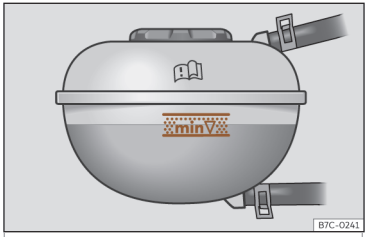

Fig. 213 En el vano motor: marca en el depósito de expansión del líquido refrigerante.
– Lea el nivel del líquido refrigerante en el depósito de expansión del mismo. Con el motor en frío, el nivel de refrigerante debe quedar entre las marcas››› **fig. 213**. Con el motor caliente, el nivel también puede quedar un poco por encima de la marca superior.